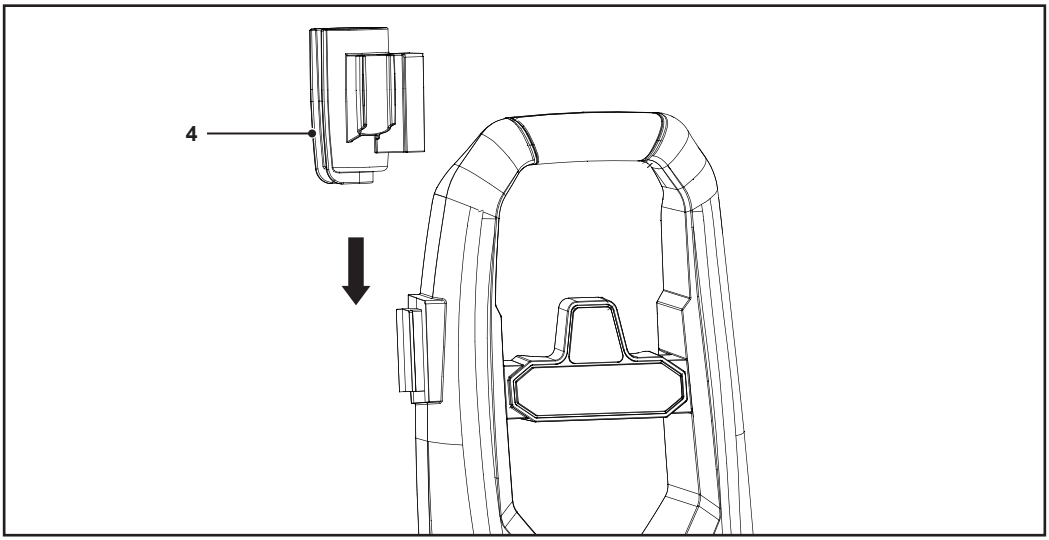

Fig. 2
2. Faire glisser le pistolet à gâchette et le porte-accessoire (4) dans la fente située sur le côté de l'appareil (Fig. 2).